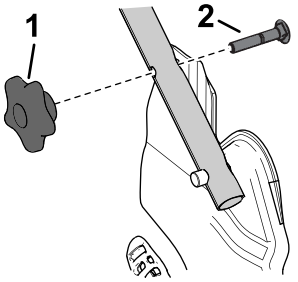

Rysunek 23
1. Wyjmij i odlóż w bezpieczne miejsce dwa pokrętła uchwytu oraz dwie śruby podsadzane ze wsporników uchwytu (Rysunek 23).